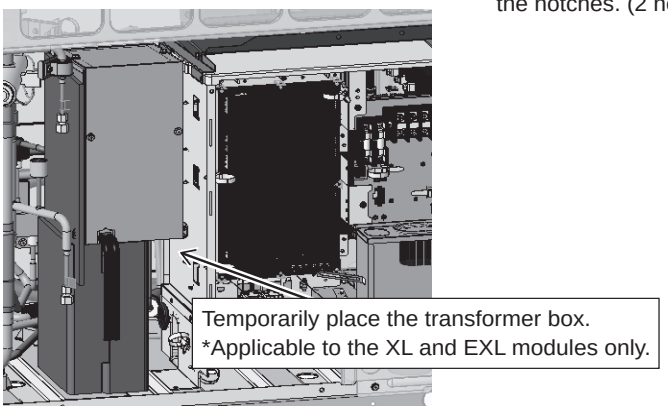

Figure 7
(8) Temporarily place the transformer box on the cardboard support (*applicable to the XL and EXL modules only). (Figure 7)